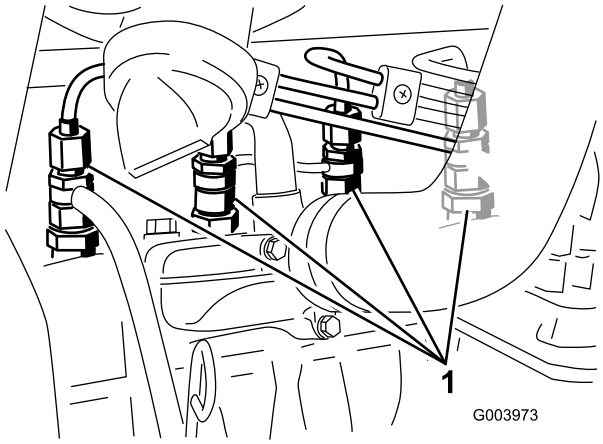

Figur 41
1. Lossa röranslutningen till munstycke nr 1 och hållaren (Figur 41).